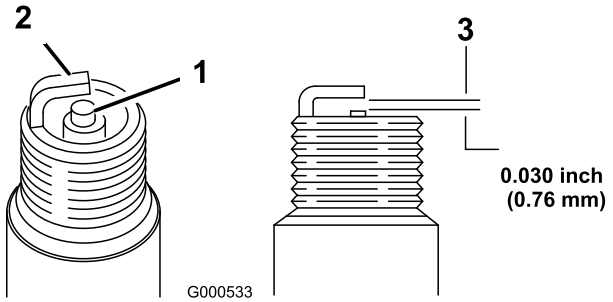

Figur 54
1. Se på midten af tændrørene (Figur 54).
2. Kontroller gabet mellem elektroderne i midten og ved siden (Figur 54), og bøj sideelektroden, hvis gabet ikke er korrekt.